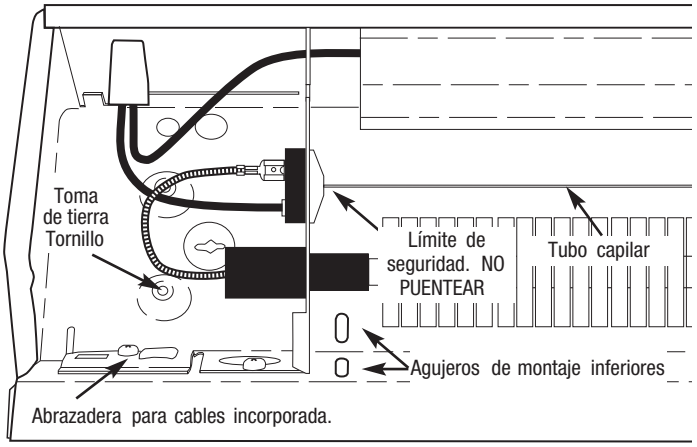

Figura 4: Compartimiento de cables izquierdo
10. Al montar el calefactor, si se utilizan los agujeros de montaje inferiores (vea la Figura 4), asegúrese de que los tornillos no dañen los cables de alimentación eléctrica de la zona que está detrás del calefactor.
11. No retire ni puentee el control de límite de seguridad, ya que esto podría crear en el calefactor un riesgo de incendio; vea la Figura 4.
5. Afloje el tornillo de la abrazadera para cables incorporada (Figura 4) o retire el prepunzonado adecuado del compartimiento de cables del calefactor. Instale el cable de alimentación eléctrica en el compartimiento de cables, dejando al menos 152 mm (6 pulg.) de cable para la conexión al calefactor. Para instalar dos cables de alimentación eléctrica usando la abrazadera para cables incorporada, doble la aleta que cubre el segundo agujero hacia arriba y atrás, sobre la pared posterior del compartimiento de cables. Si no usa la abrazadera, instale un dispositivo de sujeción de cables aprobado (no se incluye) en un prepunzonado adecuado.
NOTA: se han provisto perforaciones de montaje estampadas en cruz en la parte posterior del gabinete del calefactor, sobre el elemento calefactor, en las ubicaciones de los tornillos de montaje; vea la Figura 4
6. Coloque el calefactor en la ubicación deseada, y fíjelo a la pared mediante tornillos para madera u otros accesorios de montaje apropiados. Localice los travesaños e inserte los tornillos en ellos, si fuera posible. Para calefactores de hasta 1.8 m (6 pies) de longitud, es adecuado colocar un tornillo en cada extremo. Para unidades más largas se necesita un tornillo adicional en el centro. Apriete los tornillos y luego aflójelos al menos ¼ de vuelta, para permitir que el calefactor se expanda y contraiga durante el uso. Para el caso en que la unidad se monte sobre el piso, se incluyen dos agujeros de montaje adicionales en cada extremo, debajo del elemento calefactor (vea la Figura 4). Instale un tornillo adicional en cada extremo para una mejor estabilidad, asegurándose de aflojar cada tornillo al menos ¼ de vuelta.